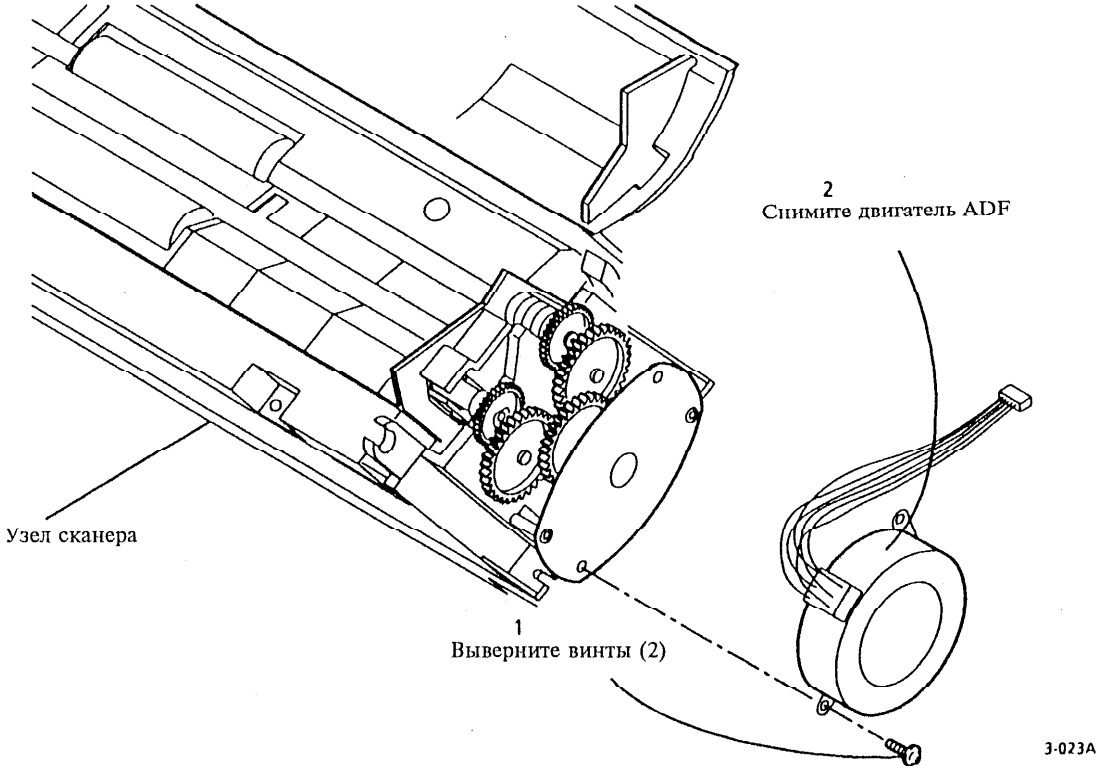

Рис. 1 Снятие двигателя ADF
2. (Рис. 1): Снимите двигатель ADF.